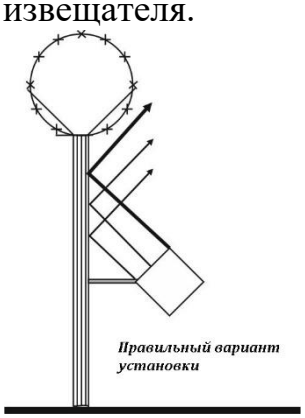
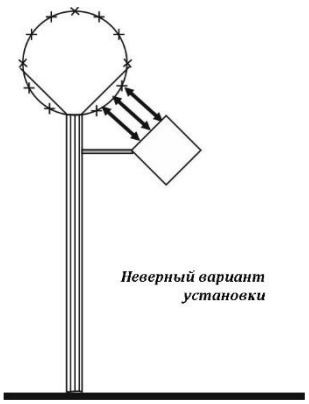

Рис. 4.9
Рис. 4.11
4.12 При установке блоков извещателей на заграждении, по верху которых размещены барьеры безопасности в виде колючей проволоки (ленты), либо армированной скрученной колючей ленты (АСКЛ), необходимо определить оптимальную высоту установки блоков. Элементы колючей проволоки создают отражения, которые оказывают влияние на формирование ЗО и увеличивают количество ложных срабатываний извещателя. На рис. 4.9 и 4.10 показаны правильные варианты установки блоков вблизи АСКЛ и полотна из колючей проволоки. Отраженный от вертикальной плоскости заграждения сигнал с наклонной поляризацией не попадает в БПРМ и не приводит к ложным срабатываниям. На рис. 4.11 показан неверный вариант установки БПРМ и БПРД извещателя.